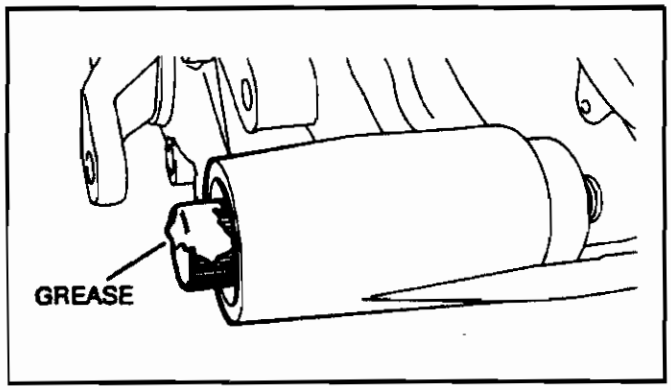

Figure 13.
5. Remove the bolts and wipe off any excess grease from the bolt heads (Figure 13)